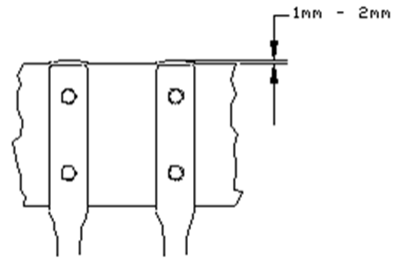

Figure 14-1: Belt Bulge
6. Tighten all the bolts to bulge the rubber 1 to 2 mm as seen in Figure 14-1.